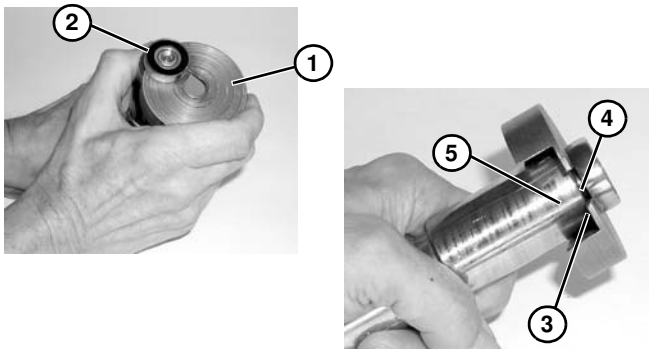

Figure 77
1. Placer l'outil de retrait d'un roulement, numéro de pièce #456063, **(Figure 77, élément 1)** sous le roulement **(Figure 77, élément 2)** en plaçant la lèvre **(Figure 77, élément 3)** dans l'espace **(Figure 77, élément 4)** entre le roulement et le moyeu de la broche **(Figure 77, élément 5)** comme illustré.